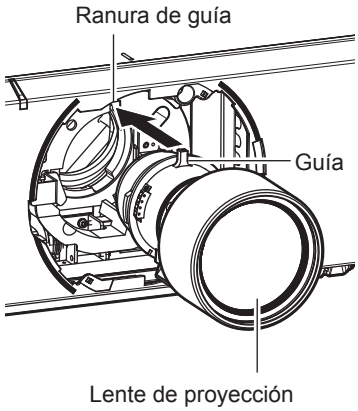

Figura 1
1) Retire la cubierta de la base de la lente y alinee la guía de la lente de proyección con la ranura de guía del proyector e insértela hasta el fondo. (Figura 1)